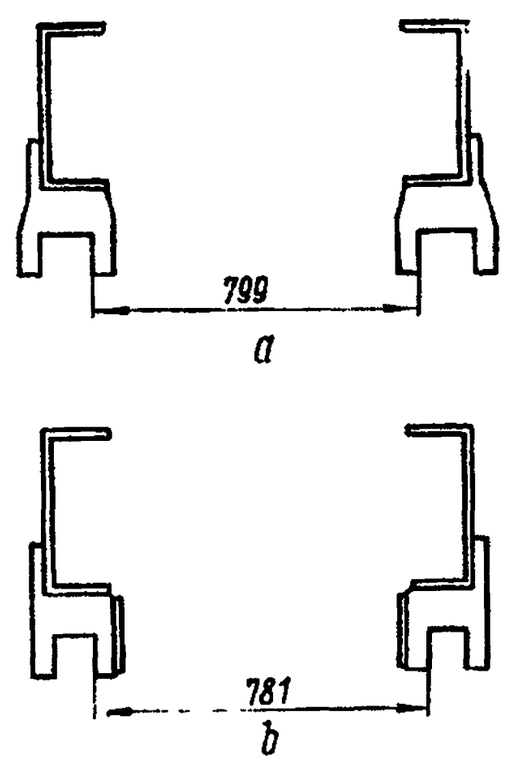

Рис. 372. Номинальные размеры передней подвески между кронштейнами:
4. Размеры между внутренними щеками кронштейнов передней подвески (рис. 372) не должны отклоняться от номинального более чем на 4 мм.